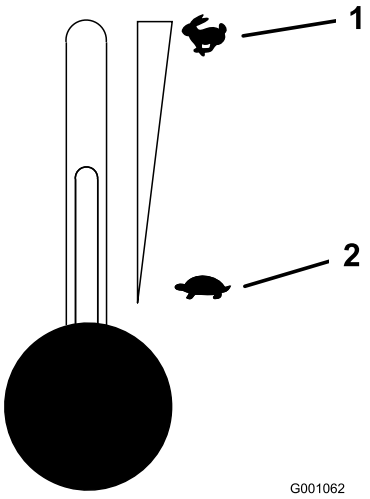

**Figur 15**
5. Flytta gasreglaget till mittläget (Figur 15).
2. Flytta gasreglaget till mittläget mellan långsamt och snabbt (Figur 15).